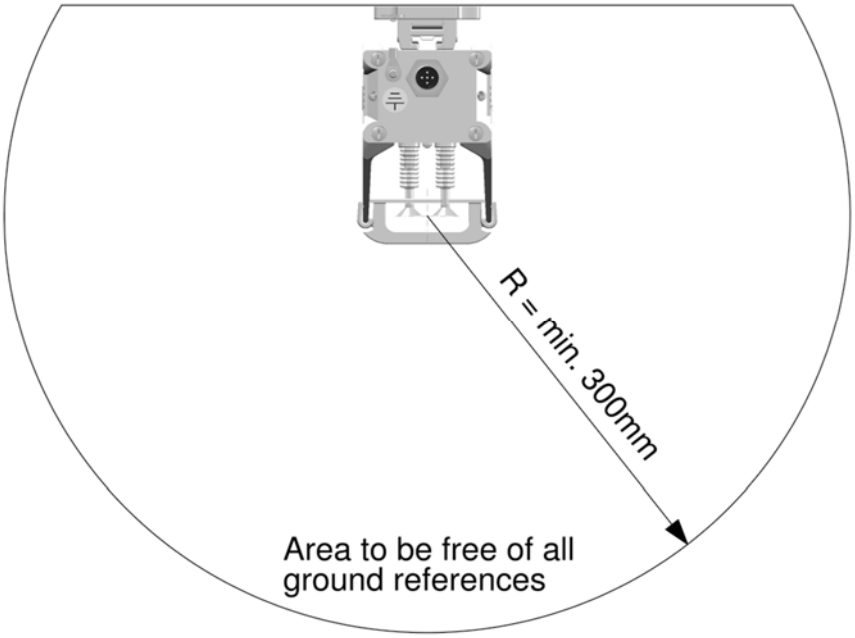

Afbeelding 6
- **Zie Afbeelding 6 voor de minimale afstanden.**